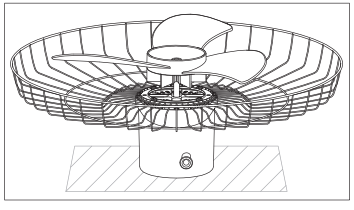
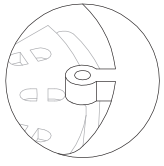
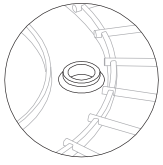

Figura 01
Figura 02
Figura 03
01. Com a Unidade Motora apoiada sob uma base (figura 01), posicione uma das grades de modo que os furos do motor (figura 02) e grade (figura 03) se alinhem.